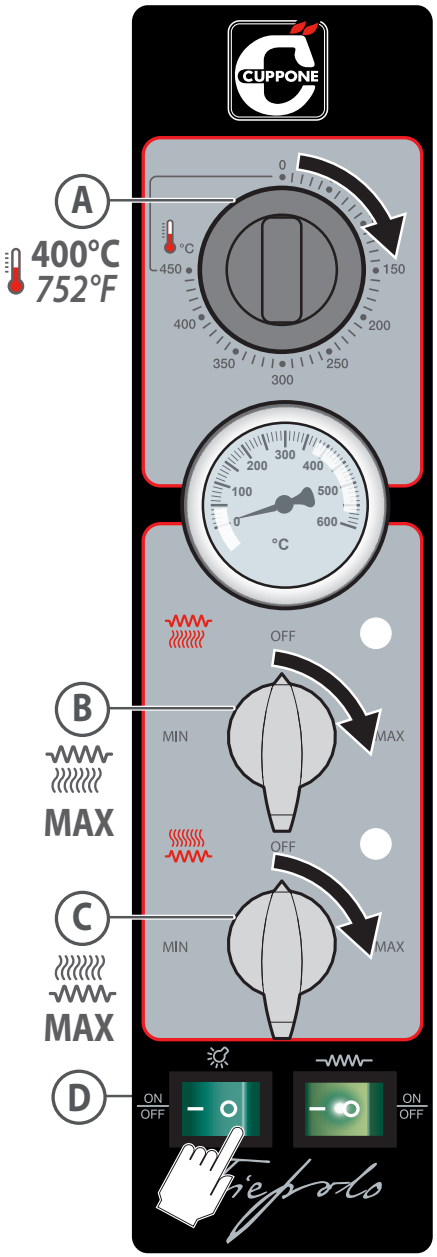
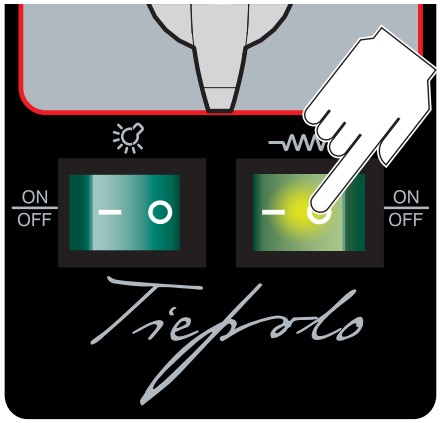

Fig.17
Fig.18
▶ Fig.17
- Tournez le bouton (A) de la température « chambre » dans le sens horaire jusqu'à programmer une température de 400 °C / 752 °F ;
▶ Fig.18